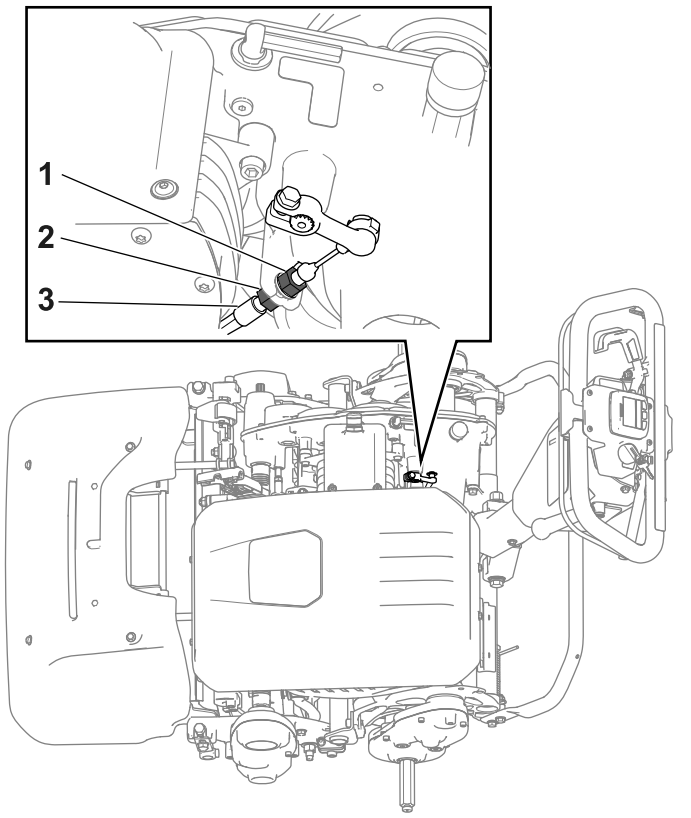

Figur 25
- Öka kabelns spänning genom att lossa kabelns främre kontramutter och dra åt den bakre kontramuttern (Figur 25). Upprepa steg 2 och justera spänningen vid behov.
främre kontramuttern (Figur 25). Upprepa steg 2 och justera spänningen vid behov.